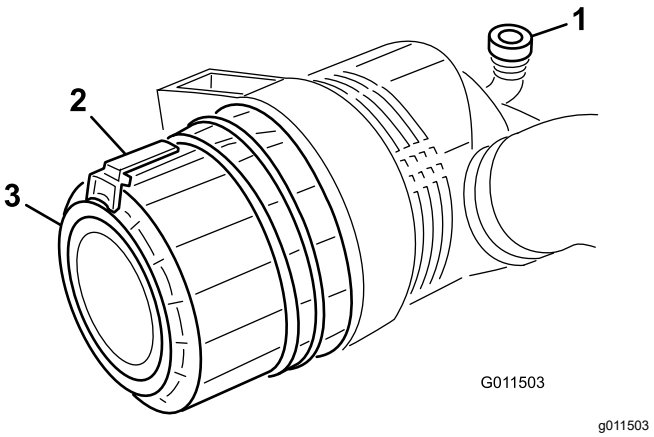

Figur 49
1. Trekk låsen utover, og drei luftrenserdekslet mot urviseren (Figur 49).